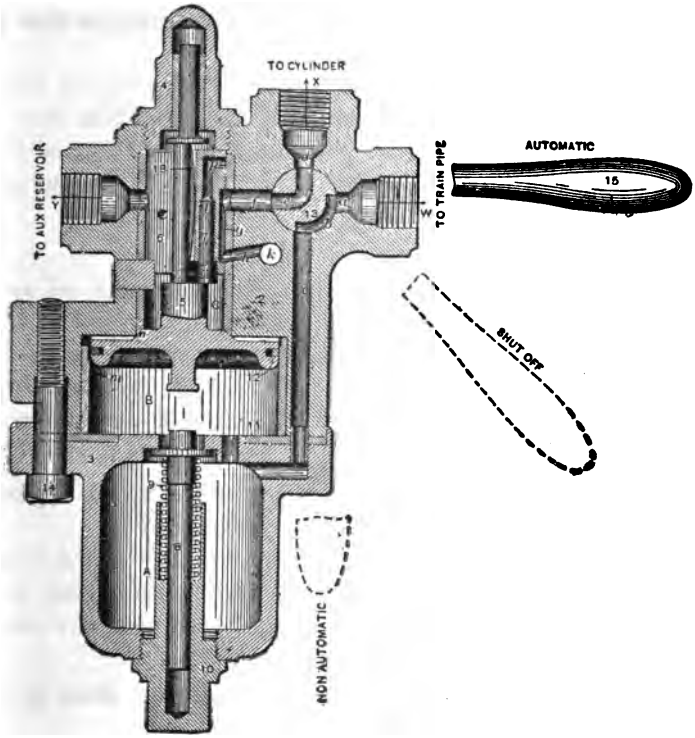

FIG. 1.—OLD STYLE PLAIN TRIPLE VALVE, RELEASE POSITION.
Q. Name the different parts of the plain triple valve, Figs. 1 to 4.
A. They permit the triple to be used with the straight air-brake, automatic brake, or cut out entirely, as illustrated by the cut (Fig. 1).
Q. What three positions has the handle 15 (Fig. 1)?
Q. Of what use are 8 and 9 (Fig. 1)?
A. In applying the brakes, when piston 5 moves out and touches the stem 8, held by the graduating spring 9, (Fig. 1), the piston is stopped, if a gradual reduction is being made in the brake-pipe, when the piston has drawn the slide valve down far enough to make a port connection between the auxiliary and cylinder.
Q. 5 (Fig. 1) is called the triple piston. How is it actuated?
A. To open and close the feed ports *m* and *n* (Fig. 1) through which the brake-pipe pressure flows into the auxil-
Q. What is the duty of the graduating valve 7 (Fig. 1)?
A. No; the slide valve will not move when the piston starts down until it has moved far enough for the lug just above 18 (Fig. 1) to strike the valve. Also, if the piston is down full stroke; when it starts back the slide valve will
Q. Of what use is the spring 18, Fig. 1?
Q. What is the difference in the four triple valves shown in Figs. 1, 2, 3, and 4.
A. A cross-over pipe from the brake-pipe couples to the triple at *W* (Fig. 1.) The pressure from the brake-pipe passes into the triple at *W*, through port *c* as indicated by the arrow into cavity *B*; thence through the feed ports *m* and *n* into the chamber where the slide valve moves and out into the auxiliary-reservoir at *Y*.
Q. What is necessary to cause piston 5 (Fig. 1) to move from release position?
A. No, not until the lug above 18 (Fig. 1) is drawn down far enough to rest against the slide valve.
Q. If a further brake-pipe reduction were made after the brake was fully set, would piston 5 (Fig. 1) move any farther than until the piston and graduating post touched?
A. One between the brake-pipe and auxiliary-reservoir through the feed ports *m* and *n* (Fig. 1); and one from the brake cylinder to the atmosphere through ports *d, e, f, g, h* and *k*. The triple is in release as shown in the cut.
Q. We notice that the feed grooves m and n (Fig. 1) are very small. How long would it take to charge an auxiliary reservoir from zero to seventy pounds with a constant pressure of seventy pounds in the brake-pipe, using the triple now sent out?